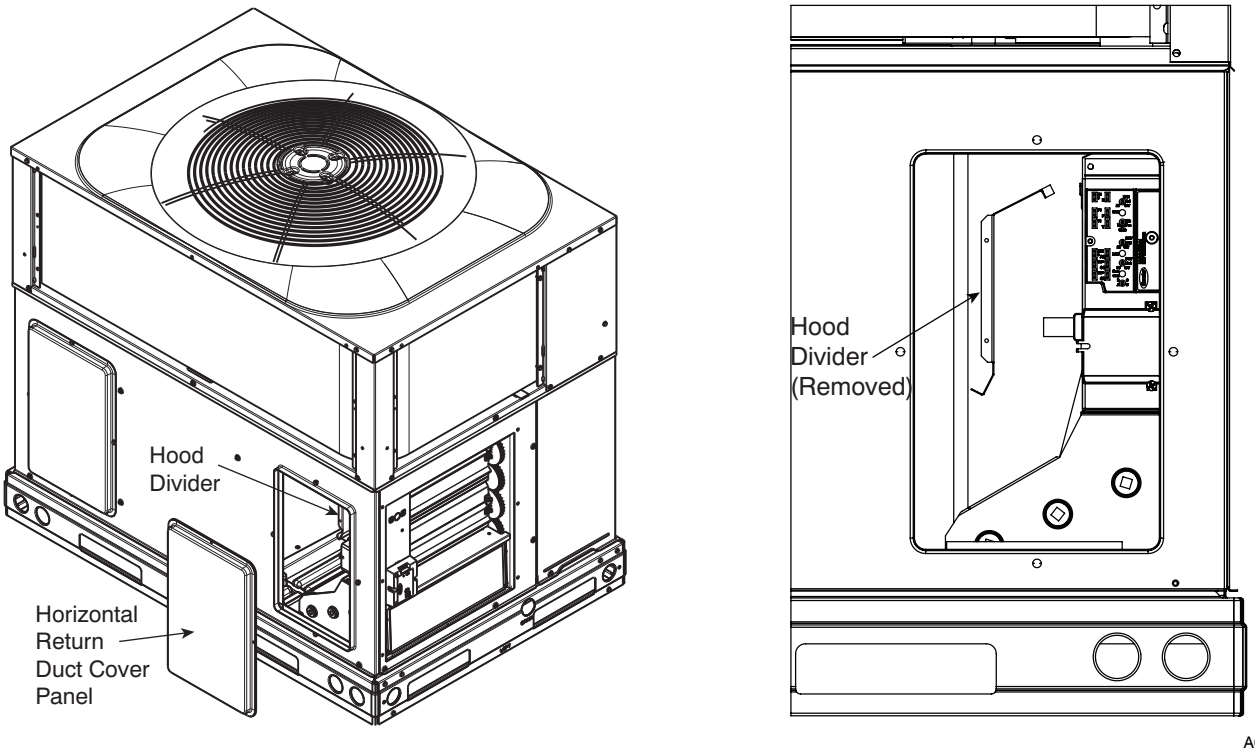

Fig. 29 - Horizontal Return Duct Cover Panel Removal
5. Remove horizontal return duct cover panel and cut the wire ties that hold the hood divider to the economizer assembly. Slide hood divider off from the two slots holding it in place and place next to the unit. See Fig. 29.